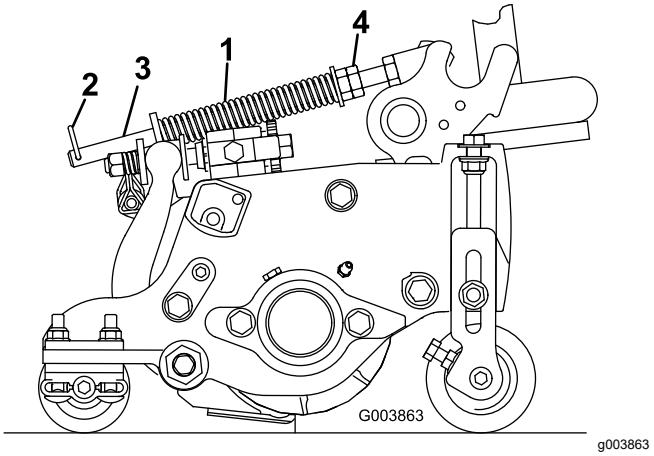

Figuur 53
De gazoncompensatieveer (Figuur 53) zorgt ervoor dat het gewicht van de voorste naar de achterste rol wordt verplaatst. Dit voorkomt dat er een golfpatroon in de grasmat ontstaat, ook wel bekend als 'bobbing'.
1. Monteer de borgpen in de achterste opening in de veerstang (Figuur 53).
2. Draai de zeskantige moeren op het voorste uiteinde van de veerstang vast totdat de lengte van de samengedrukte veer 15,9 cm bedraagt; zie (Figuur 53).